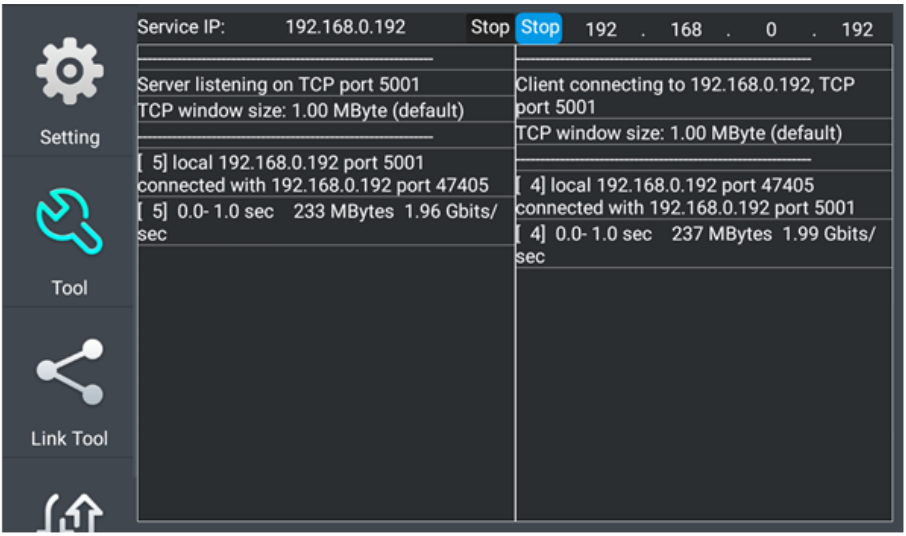

Рис. 131 Работа 2го тестера в режиме «клиент» при проверки пропускной способности сети
6. Нажмите кнопку Start (Старт), чтобы начать тестирование (рис. 131)